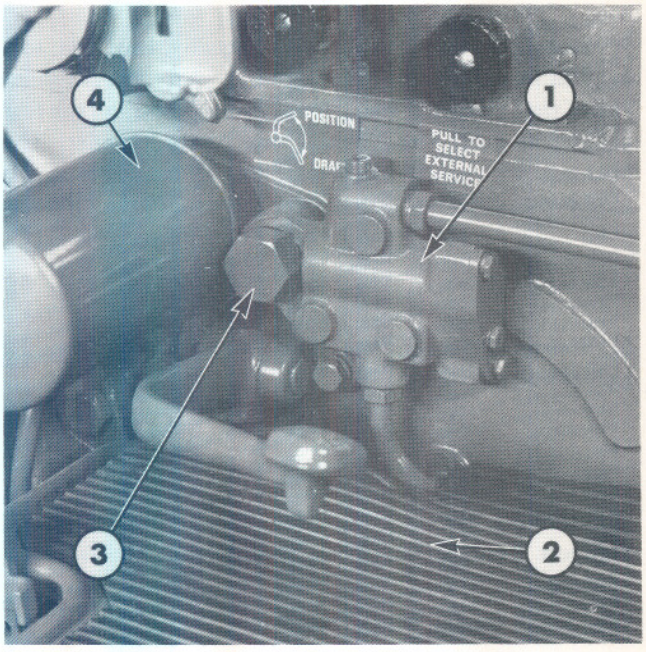

Figure 18
5. Clean the area around the cooler valve assembly and remove the cap nut, Figure 18. Using a suitable wrench, remove the exposed transfer tube from the cooler valve housing.